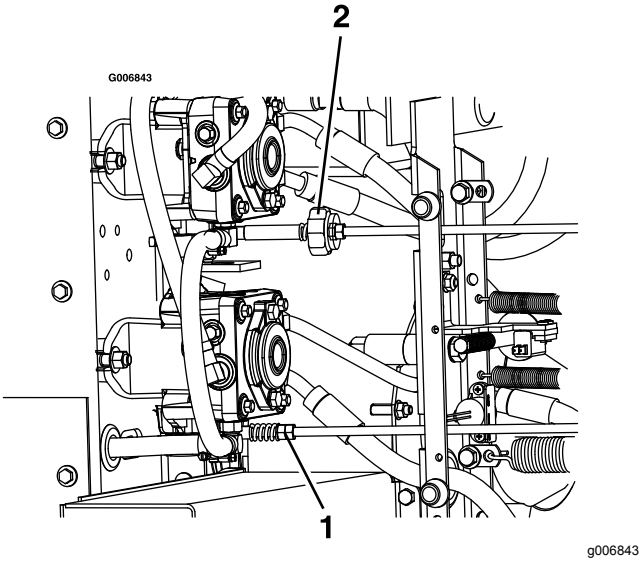

Figur 66
9. Om du vill ställa in NEUTRALLÄGET justerar du pumpstyrstångens vänstra och högra länkage som ansluter styrreglaget till pumpens reglagearmar tills hjulen stannar eller kryper något bakåt (Figur 66).
11. Justera höger pumplänkage genom att vrida på enhetens dubbla muttrar med en nyckel (Figur 66).